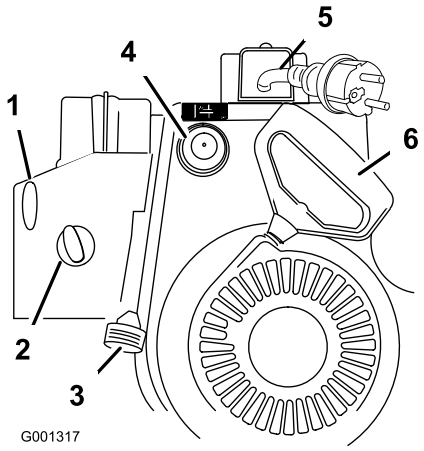

Bild 20
7. Lassen Sie die Schneefräse mit dem Rücklaufstarter oder dem elektrischen Anlasser an (Bild 20).